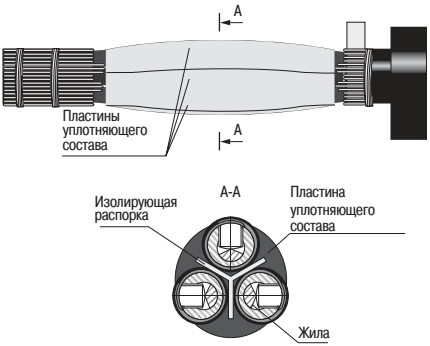

Рисунок 11
4.19 Р сположить между жил ми к белей пл стины уплотняющего сост в (призмы), предв рительно сняв с них бум гу. Пл стины уплотняющего сост в должны р спол г ться большей стороной н ружу. Рук ми утр мбов ть пл стины между жил - ми и р сп оркой. Допуск ется подогрев пл стин уплотняющего сост в и р спорки горелкой (рисунок 11).